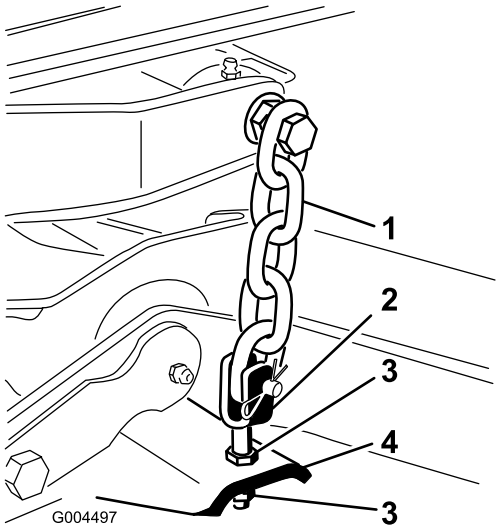

**Figur 65**
7. Justera kontramuttrarna som fäster däckoken/-kedjorna för att höja däckets bakre del så att knivlutningen ställs in på 8 mm (Figur 65).